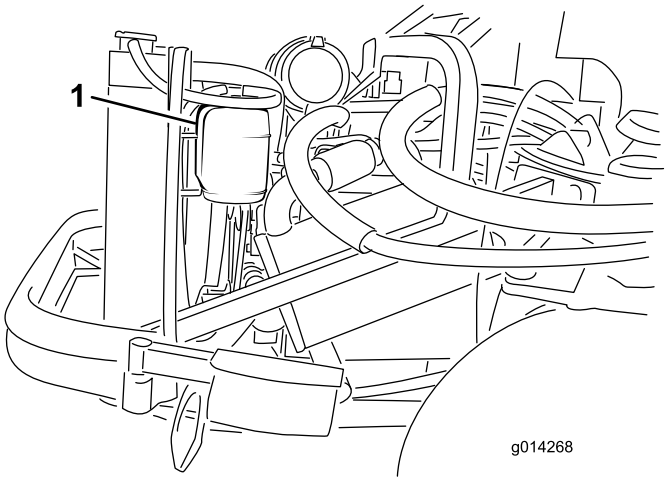

Figur 53
1. Kontroller kjølemiddelnivået i ekspansjonstanken (Figur 53). Kjølemiddelnivået skal være mellom merkene på siden av tanken.